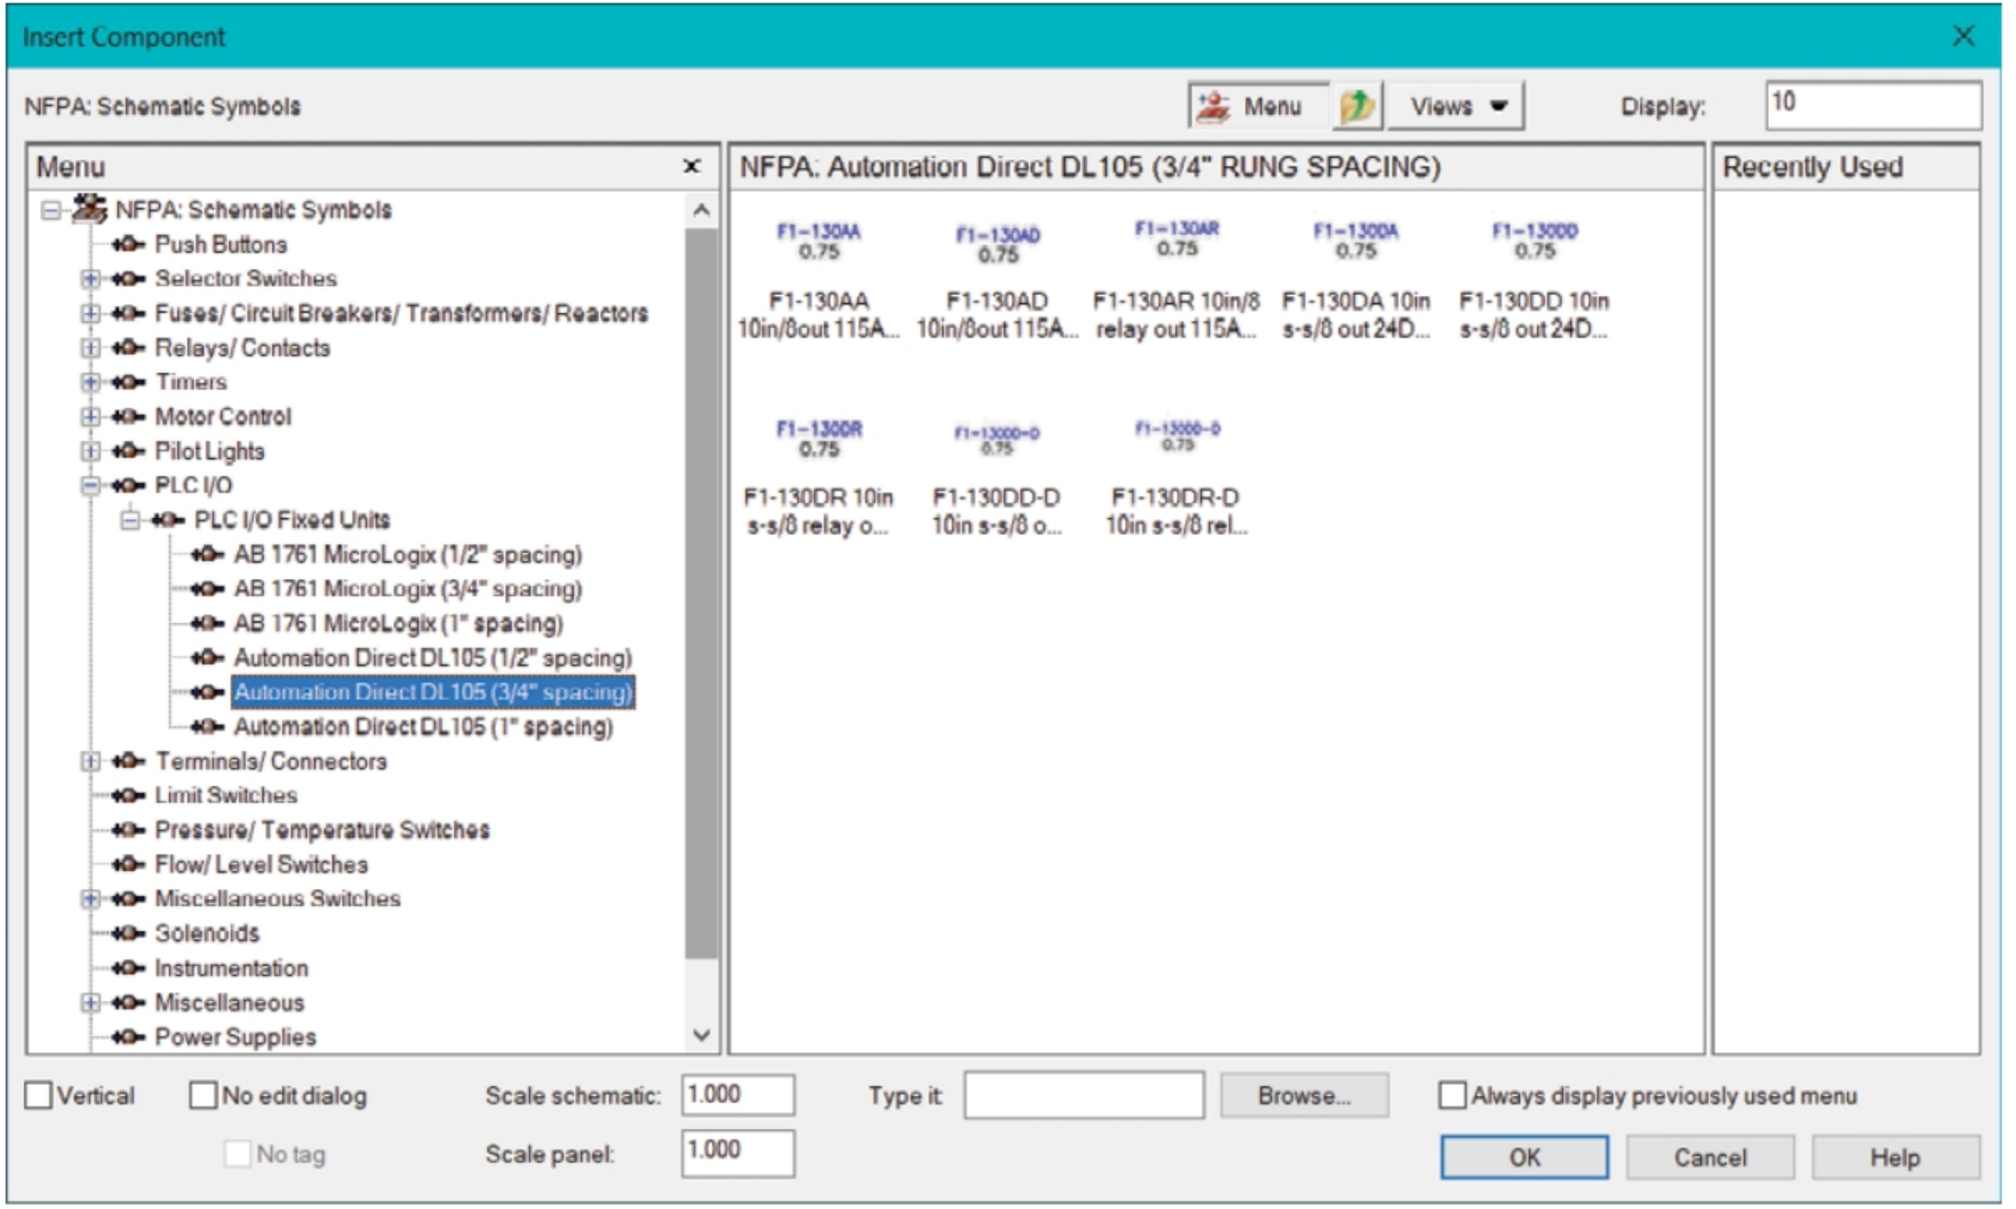

Figure-28. PLCs displayed
- Open the **Automation Direct DL105(3/4" spacing)** category. The PLCs will be displayed as shown in Figure-28.